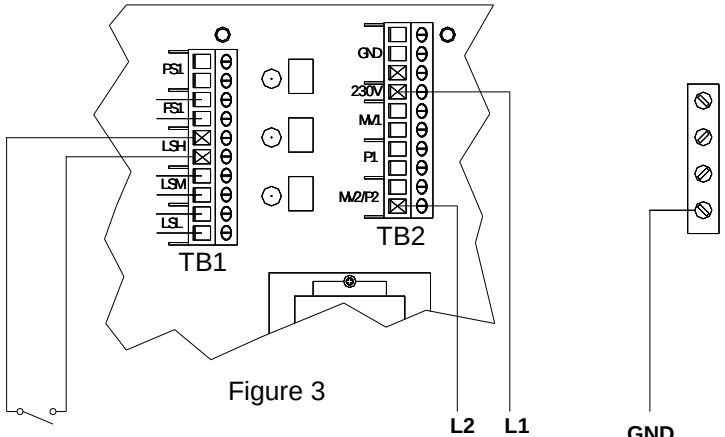

Figure 3
4) Make the power connection to the RO from the fused disconnect. The power conductors should be terminated on terminals as shown in Figure 3 below. Terminate the grounding conductor on terminal as shown in Figure 3 below.
5) Connect normally open level/pressure switch to the terminals as shown in Figure 3 below.
- Connect the wiring to the “System Float” terminals as shown on the electrical wiring diagram (Figure 3 on page 13).